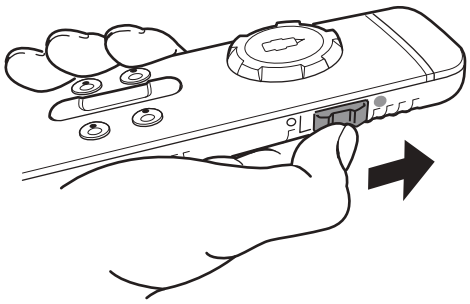

Fig. 13
► Push the side slide switch forwards (Fig. 13). After switching on, the symbol ⏻ flashes in the toolbar for approx. 5 seconds. Then the ⏻ symbol lights up continuously and the manoeuvring system is ready for operation.